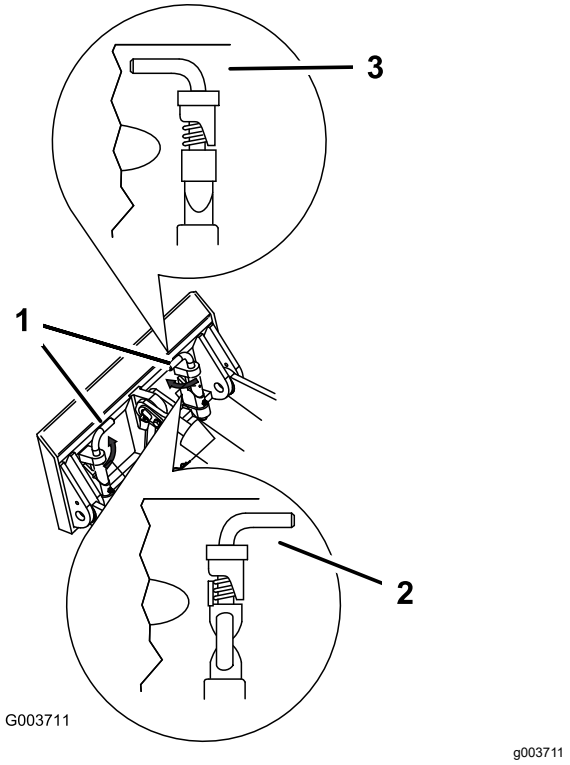

**Rysunek 25**
7. Załóż sworznie szybkomocujące upewniając się, że zostały całkowicie osadzone w płycie montażowej (Rysunek 25).